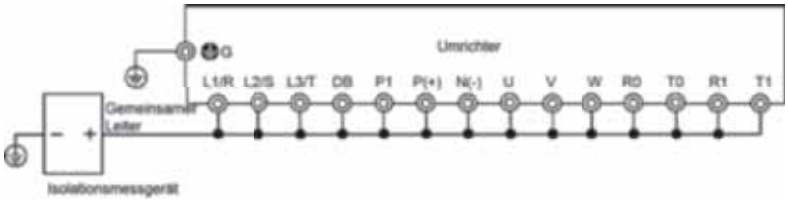

Abbildung 7.6-1 Anschluss der Leistungsklemmen zur Isolationsprüfung
3) Schließen Sie die Klemmen des Hauptstromkreises wie in Abbildung 7.6-1 gezeigt über eine gemeinsame Leitung an.